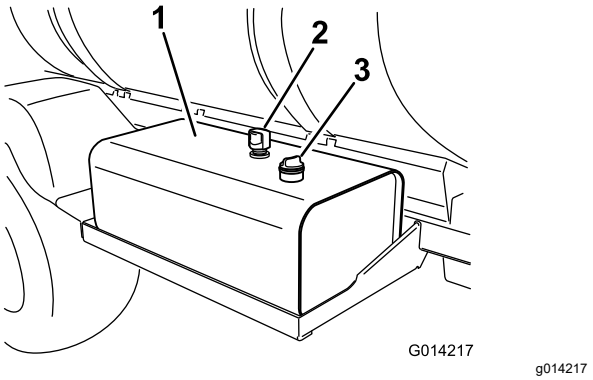

**Bild 107**
2. Reinigen Sie den Bereich um den Peilstab des Hydraulikölbehälters und nehmen ihn ab (Bild 107).